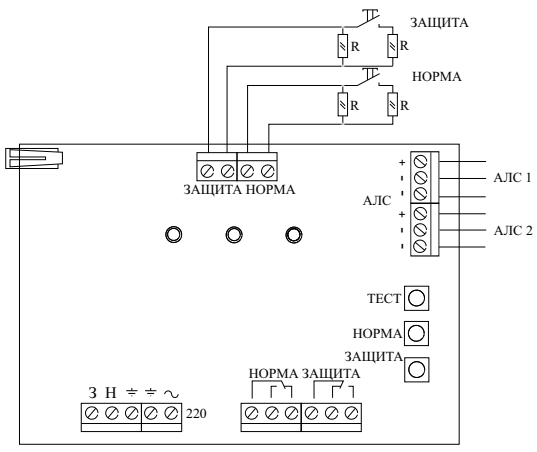

Рисунок 6
5.9 Внешние кнопки должны оснащаться резисторами для контроля целостности цепи. Резисторы монтируются в непосредственной близости от кнопок (рисунок 6).